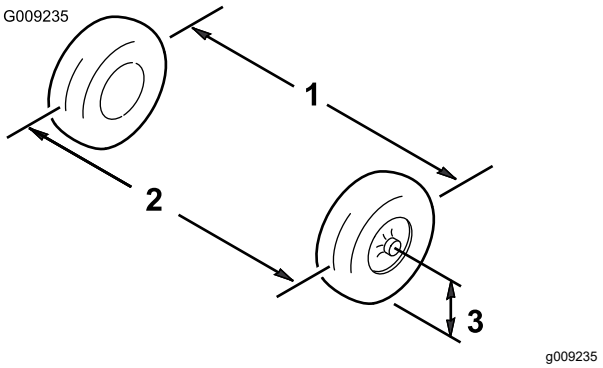

**Figuur 46**
1. Meet ter hoogte van de as de afstand tussen de voorwielen aan de voorkant en de achterkant van de wielen (Figuur 46).